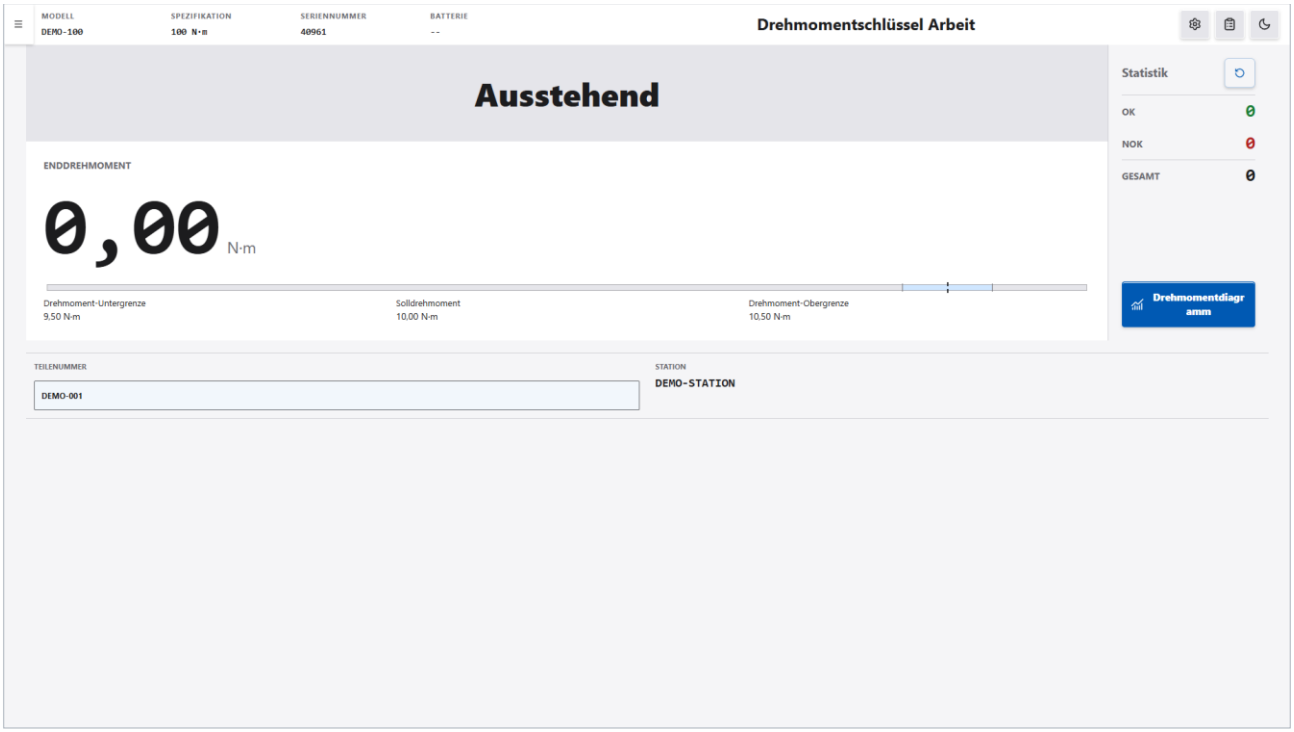

Abbildung 5-6 Arbeitsbildschirm Drehmomentschlüssel
1. Klicken Sie im Navigationsmenü auf „Rotationssensor“ → „Drehmomentschlüssel“. Der Bildschirm zeigt „Drehmomentschlüssel Arbeit“, und das Bewertungsbanner zeigt „Ausstehend“ (siehe Abbildung 5-6).